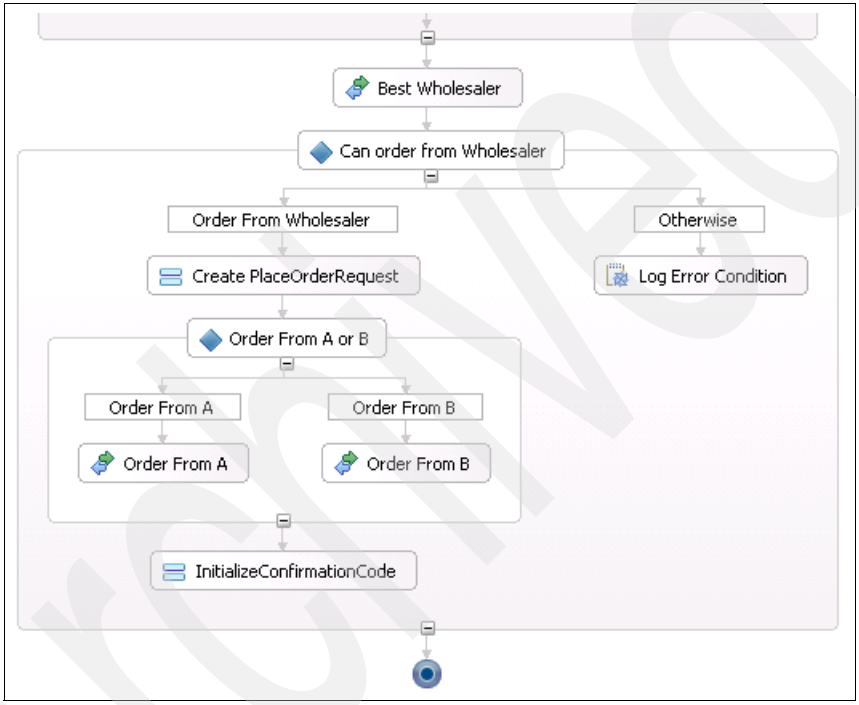

Figure 12-15 The Business Process for the second stage.
1. In the Business Process Editor for PlaceOrderProcess, add the activities as shown in Figure 12-15. Add these activities to the end of the process, after the Parallel Activities container.